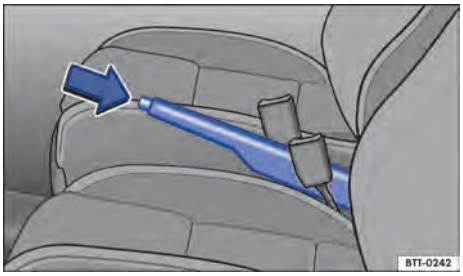

Fig. 115 Entre os bancos dianteiros: freio de estacionamento.
- Puxar a alavanca um pouco para cima e pressionar o botão bloqueador ⇒Fig. 115 (Seta).